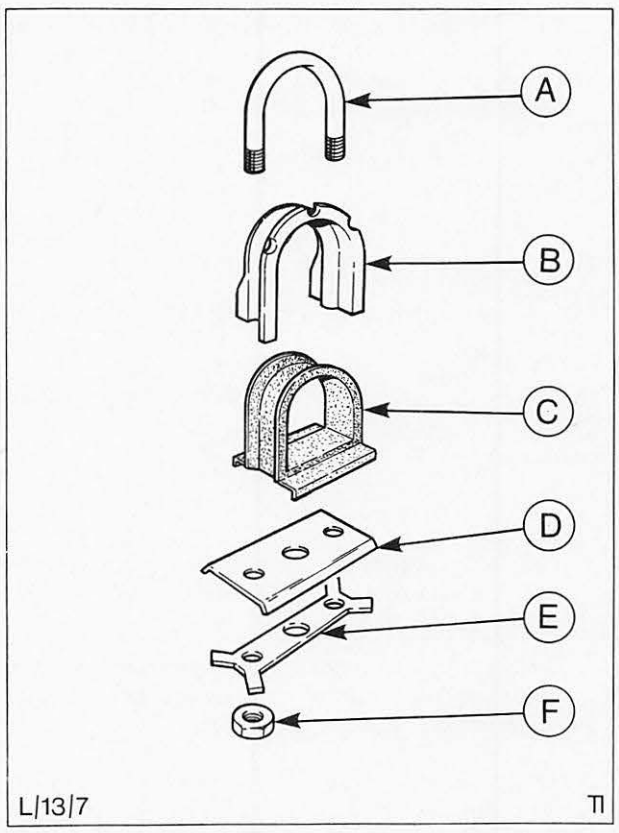

Abb. 32 Befestigungsteile – Lenkgetriebe
12. Lenkgetriebe unter Verwendung neuer Sicherungsbleche montieren. Schrauben festziehen und Sicherungsbleche umbiegen, Abb. 32.